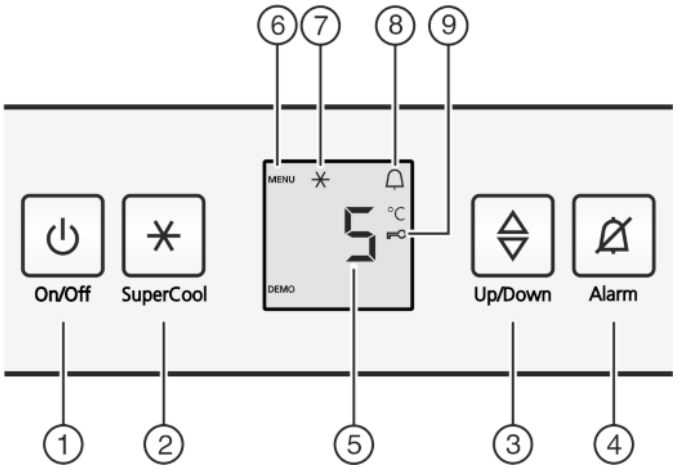

Fig. 2
▶ Press the On/Off button *Fig. 2 (1)*.
▶ Press the SuperCool button *Fig. 2 (2)* for about 5 seconds.
▷ The Menu symbol is shown on the display, *Fig. 2 (6)*.
▶ Confirm briefly with the SuperCool button *Fig. 2 (2)*.
▷ The child lock symbol, *Fig. 2 (9)*, lights up on the display.
▶ Briefly press the On/Off button *Fig. 2 (1)*.
▶ Press alarm button *Fig. 2 (4)*.
▶ Call up temperature function: press the setting button *Fig. 2 (3)*.
▶ Change the temperature in 1 °C steps: Press the setting button *Fig. 2 (3)* until the required temperature is indicated in the temperature display.
▶ Briefly press SuperCool button *Fig. 2 (2)*.
▷ The SuperCool *Fig. 2 (7)* symbol lights up in the display.
▷ The SuperCool symbol *Fig. 2 (7)* goes out in the display.